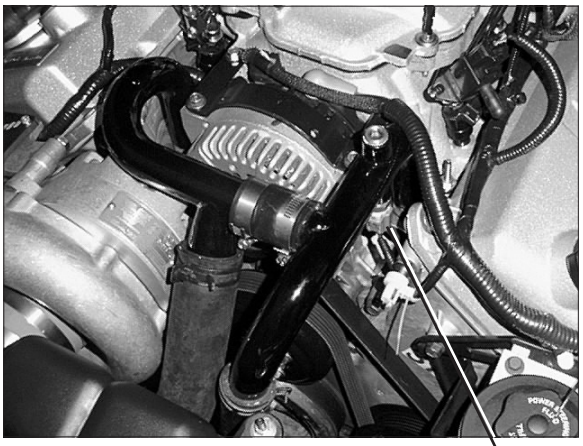

Fig. 9-a
C. Following *Fig. 9-c* on page 19, pre-assemble the Vortech supplied "L" and "U" bent water tubes using the 2" hose (section removed in the previous step) and the supplied #20 clamps. Do not tighten clamps until assembly is mounted on the engine.
D. Thread the factory coolant temperature sensor into the Vortech water tube using pipe thread sealant on the sensor threads. Make sure that the sensor is installed into the underside of the "U" bend (see *Fig. 9-a*).
H. As shown in *Fig. 9-d* on the next page, remove 2-1/2" from the long leg of the Vortech supplied 1-1/2" diameter x 90° hose. Attach the hose, along with the factory radiator hose, to the supplied 1-1/2" splice using #24 clamps. Connect the entire assembly to the new Vortech water tube.